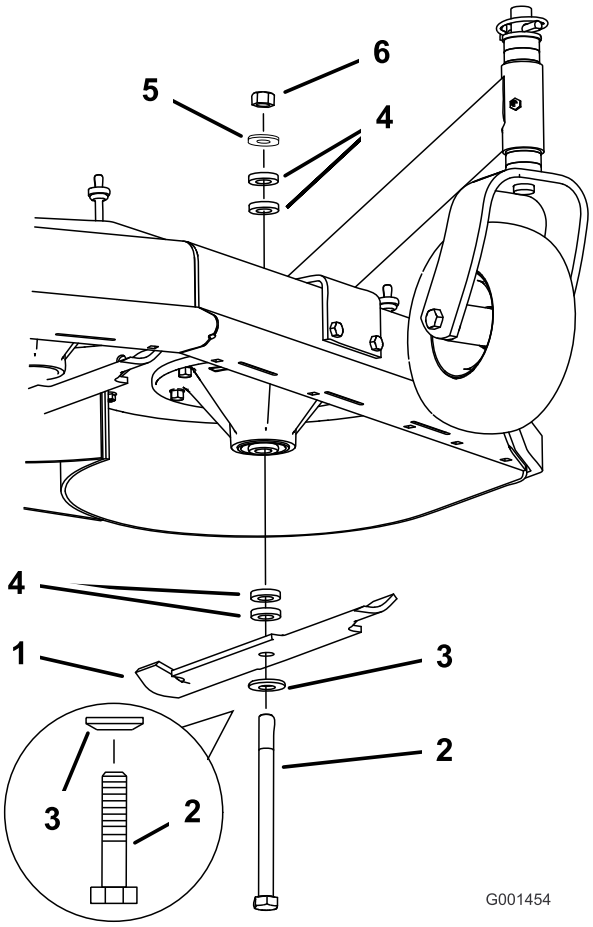

Figur 56
2. Avlägsna muttern, knivbulten, den böjda brickan, kniven, distansbrickorna och den tunna brickan från spindeln (Figur 56).
1. Montera bulten, den böjda brickan och kniven. Välj lämpligt antal distansbrickor för klipphöjden och för in bulten i spindeln (Figur 56).
2. Montera den eller de återstående distansbrickorna och säkra dem med en tunn bricka och en mutter (Figur 56).